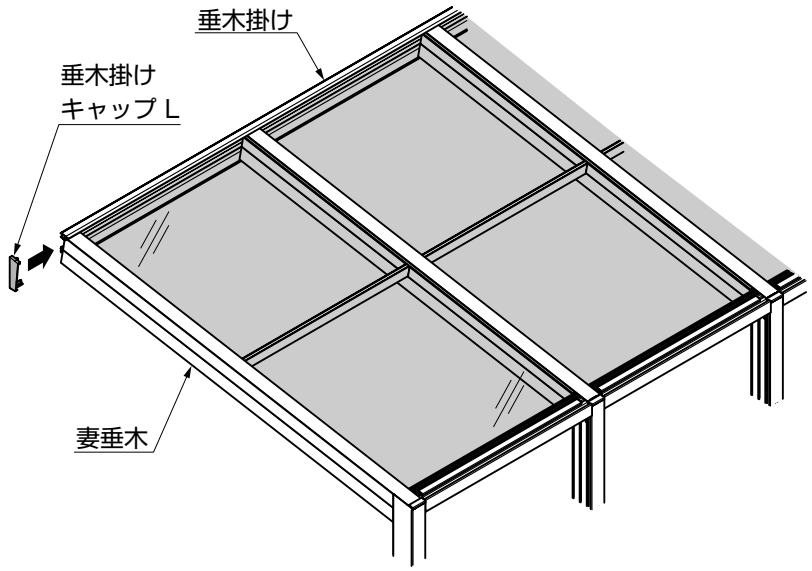

図19-2
②垂木掛けキャップを、垂木掛けに取付けてください。（図19-2参照）